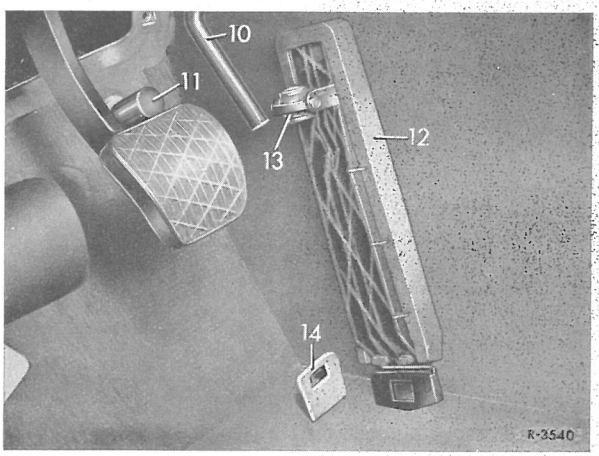

Fig. 3o-2/1
Gaspedalen (12) tages ud af lejepladen (14) og frigøres af pedalarmen (1o) (fig. 3o-2/1).
Gaspedalen (12) med kardanleddet (13) indføres i pedalarmen (1o) og trykkes på lejepladen (14) (fig. 3o-2/1).
1 Gaspedalen trædes så langt ned, at der på benzinvogne bliver et spillerum på ca 2 mm mellem gaspedal og fuldgasanslag (11) (fig. 3o-2/1) og på dieselvogne skal gaspedalen trædes ned til anslag.
2 Sekskantbolten (7) løsnes på reguleringsakslen. Reguleringsstangen trykkes til fuldgasanslag på karburator resp. spjældstuds og sekskantbolten spændes igen fast (fig. 3o-2/2).
3 Gaspedalen trædes ned. Hvis indstillingen er rigtig, skal man ved nedtrædningen over fuldgasstilling kunne mærke anslaget (11) (fig. 3o-2/1).
Om nødvendigt kan overgaskontakten efter at kontramøtrikken er løsnet indstilles ved drejning frem el. tilbage i afdæknings-pladen i ratsøjlen. Er overgaskontaktens indstillingsmuligheder ikke tilstrækkelige, kan reguleringsakslen (6) justeres efter at sekskantbolten (7) er løsnet (fig. 3o-2/2).